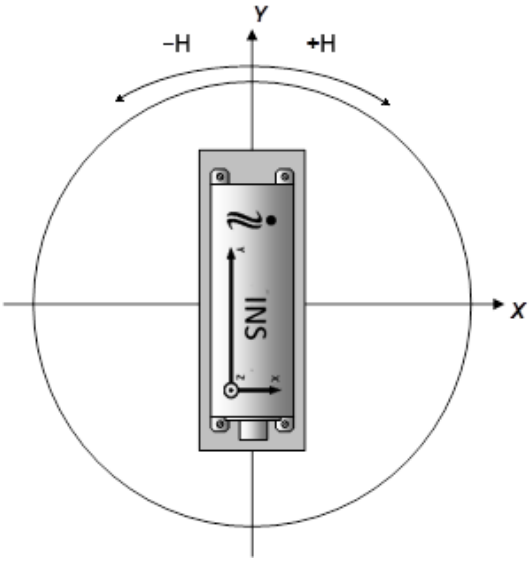
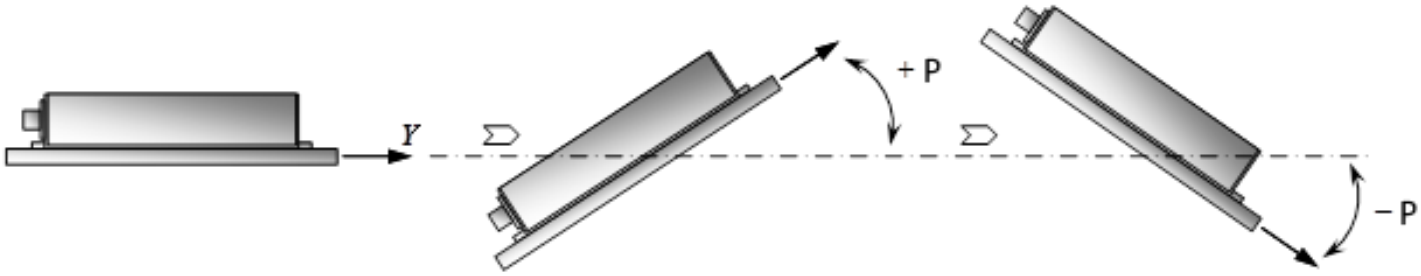
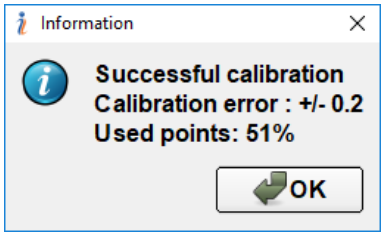

**Fig. 10.7. Rotation of a carrier object with INS in horizontal plane**
**Fig. 10.9. Rotation of a carrier with INS in pitch (P)**
**Fig. 10.13.**
- **2D calibration** is designed for carrier objects that move with small pitch and roll angles (not more than a few degrees). The calibration procedure involves a few full 360° rotations in the horizontal plane of the carrier object with the installed INS (see Fig. 10.7). During this calibration, pitch and roll angles must be as close to zero as possible.
- **3D calibration** is designed for carrier objects that can operate with large pitch and roll angles. For this calibration, the carrier object is rotated in the horizontal plane (the Z-axis is up) with periodical stops about each 90 degrees for tilting in pitch and roll (see Fig. 10.7 – Fig. 10.9). After full 360° rotation, the object with the INS is turned over (the Z-axis is down), and the procedure described above should be repeated. During this calibration, the range of pitch and roll angles changing must be as great as possible.
If **2D calibration** is chosen, the object with the INS in the horizontal plane should be rotated (see Fig. 10.7). After the time of the data accumulation expires, a result window will appear (see Fig. 10.13).
For **3D calibration,** the carrier object is rotated in the horizontal plane (the Z-axis is up) with periodical stops at about each 90 degrees for tilting in pitch and roll (see Fig. 10.7 – Fig. 10.9); the carrier with the INS is then turned over (the Z-axis is down), and the procedure described above should be repeated. Tilt angles range depends on the carrier object, but to obtain a better result, the user should increase the angles range as much as possible.
After the data accumulation time expires, a result window will appear (see Fig. 10.13).
The result window Fig. 10.13 shows the following included information: